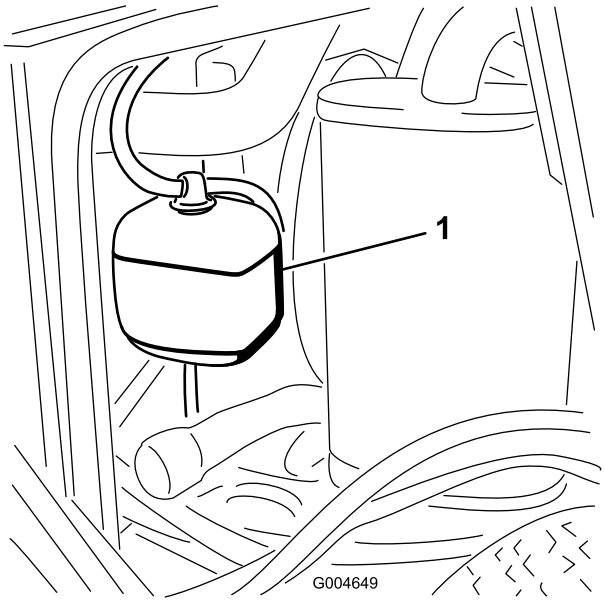

Figuur 49
1. Controleer het koelvloeistofpeil in de expansietank (Figuur 49). Het koelvloeistofpeil behoort tussen de markeringen op de zijkant van de tank te staan.